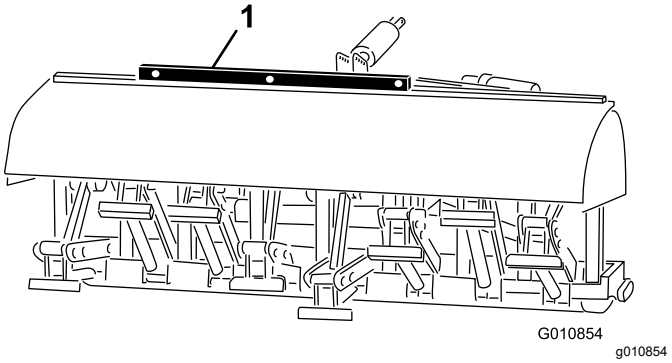

Bild 29
2. Legen Sie eine Wasserwaage auf den Aerifiziererrahmen und prüfen Sie die seitliche Waagerechte (Bild 29).